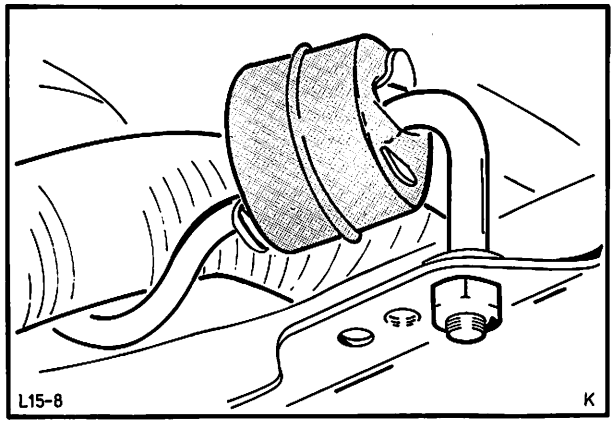

Abb. 25 Befestigung – Auspuffrohrhalter an Hinterachs-Querträger
2. Auspuffrohrhalter vom Hinterachs-Querträger abbauen (Fahrzeuge mit Doppelrohranlage 2 Halter), Abb. 25.